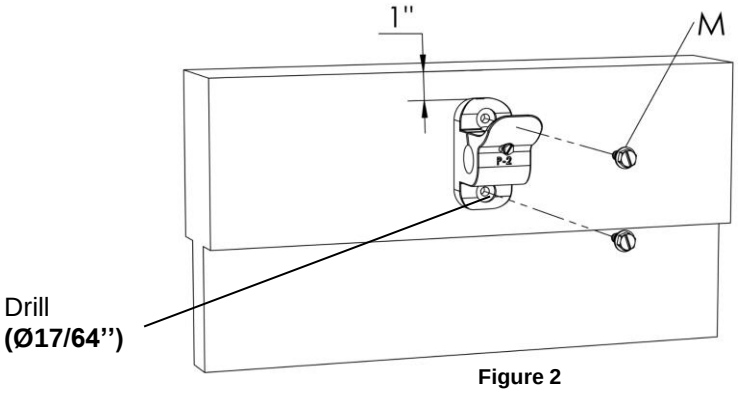

Figure 2
2. **Figure 2.** Position the P-2 blocks (5) 1" from the upper rail.
3. Drill Ø17/64'' and install the screws (M).